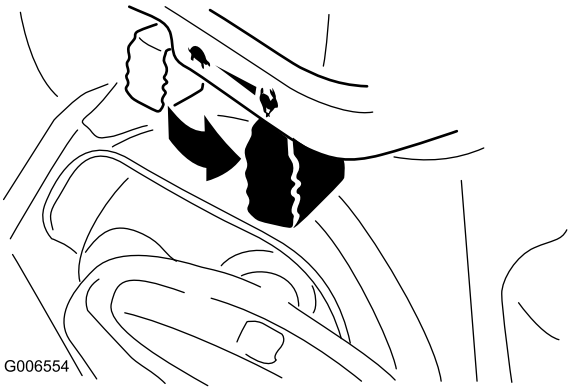

Rysunek 23
6. Ustaw przepustnicę w pozycji Szybko (Rysunek 23).